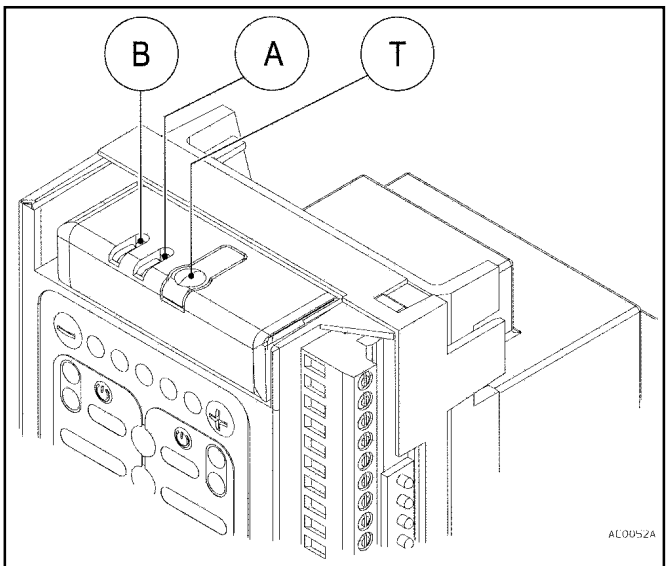

Fig. 39
Il ricevitore (fig. 39) è caratterizzato da un tasto (T) e da due led (A e B).
a) Premendo una volta il tasto T si accende il primo led (A) e ci si predispone per l'apprendimento del canale 1.
b) Premendo il tasto T una seconda volta, viene acceso il secondo led (B) e ci si predispone per l'apprendimento del canale 2.
a) Se si desidera apprendere un tasto del radiocomando sul canale 1 (PEDONALE), lo si deve premere quando il led A (fig. 39) è acceso; per evidenziare che è in fase di apprendimento, il led A si spegne e si riaccende.
a) Premere il tasto T (fig. 39) per un tempo prolungato.